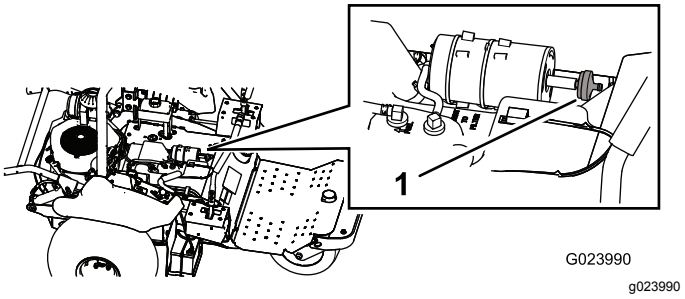

**Figur 46**
3. Tag filteret af kulfilterbeholderen (Figur 46).